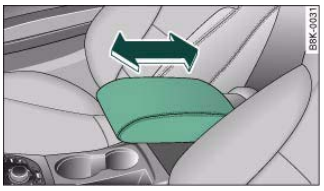

Fig. 81 Armrest between driver's seat and front passenger's seat
– You can move the armrest backwards or forwards ⇒ fig. 81.